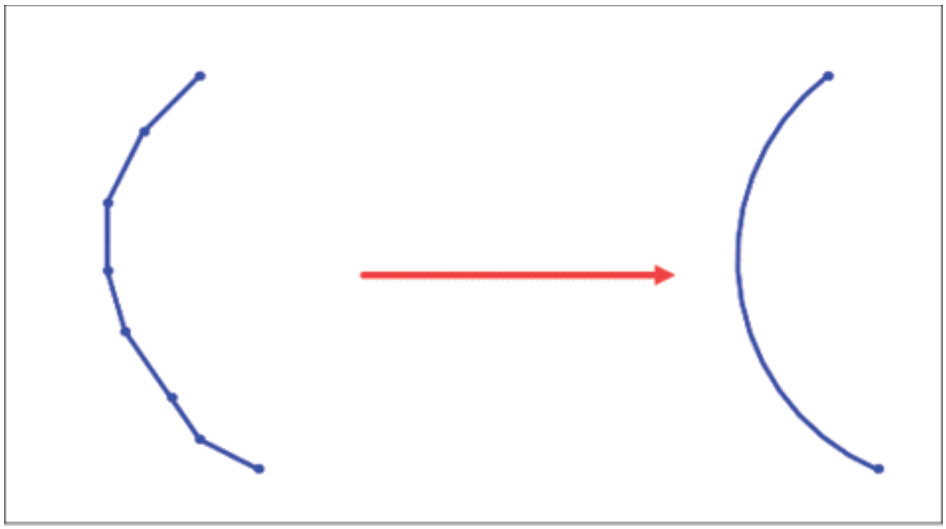

Figure-15. Arc filtering
- Select the **Line/Arc Filtering Settings** check box to convert small consecutive lines/arcs with a bigger smooth arc; refer to Figure-15. After selecting this check box, select the **XY(G17)**, **XZ(G18)**, and **YZ(G19)** check boxes to activate arc filtering in respective planes.